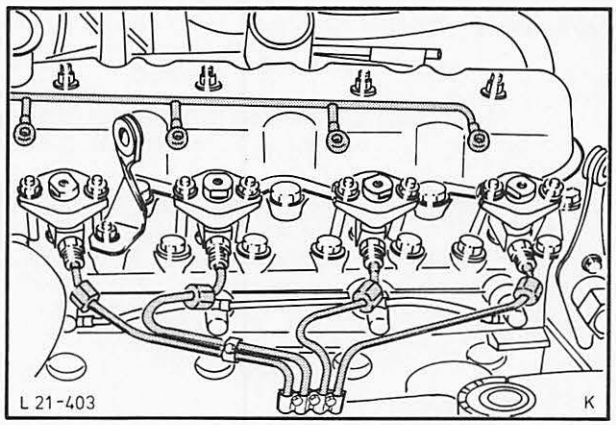

Abb. 107 Einspritzleitungen gelöst
7. Leckölleitung und Einspritzleitungen mit einem handelsüblichen offenen Ringschlüssel abschrauben, Abb. 107.